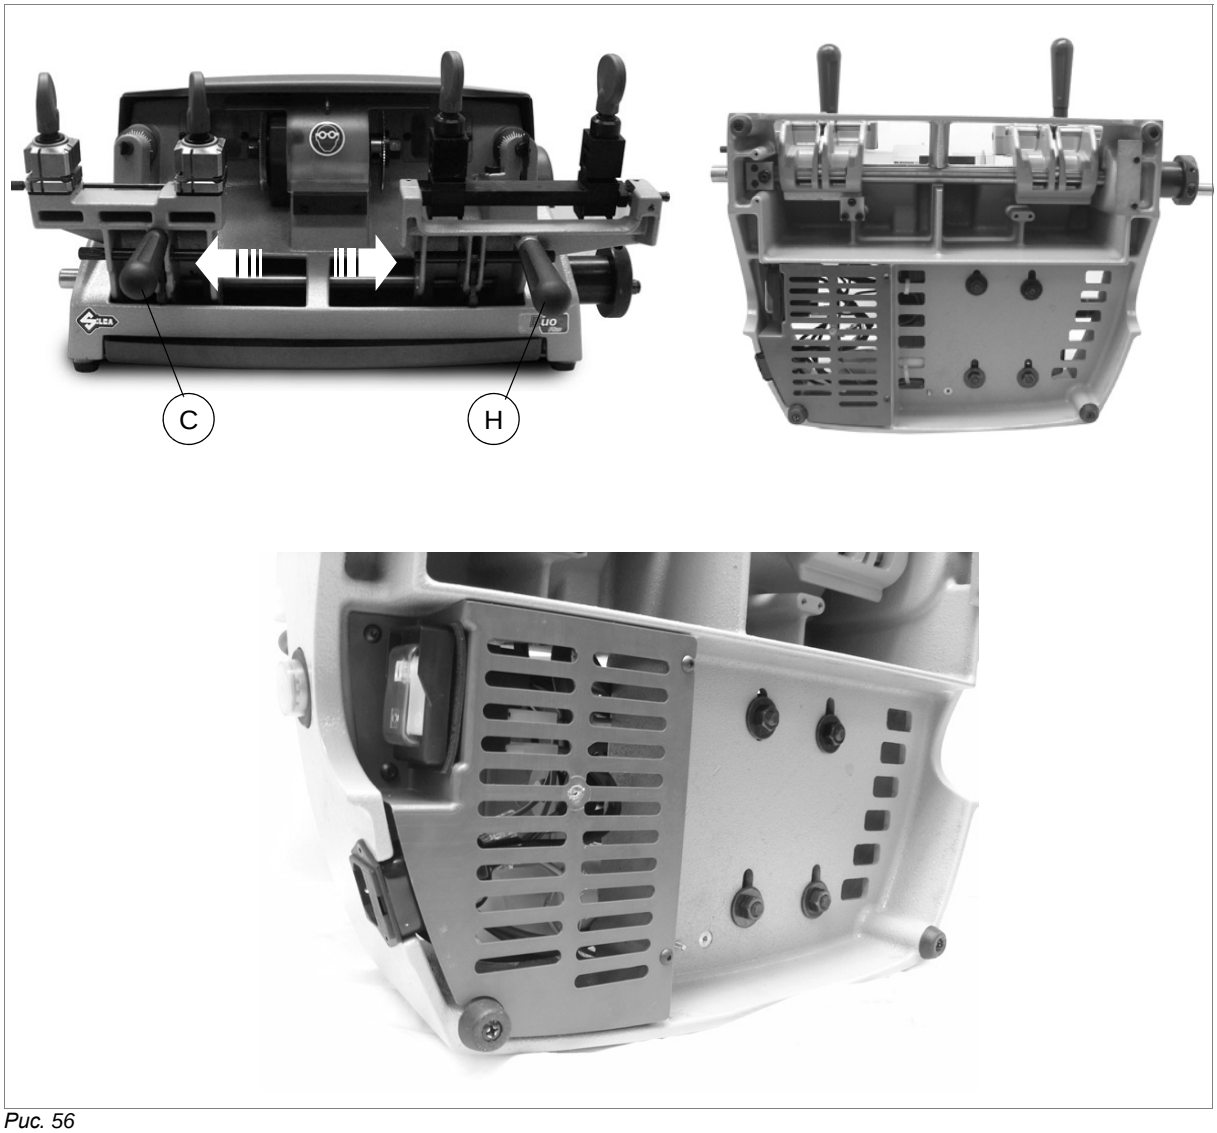

Рис. 56
4) Положите станок на заднюю сторону, осторожно удерживая его за рукоятки (C и H) (рис. 56).